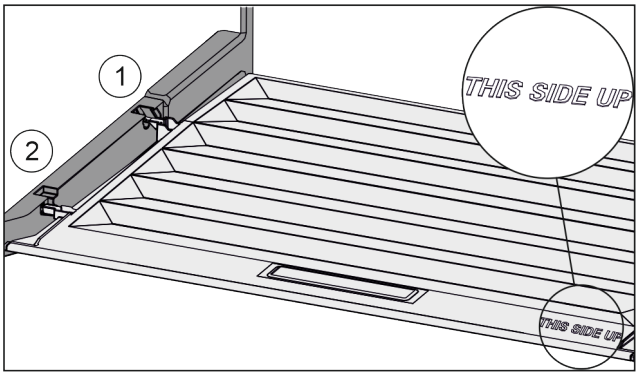

*Fig. 41*
▶ Introduire les rainures du couvercle par l'orifice du support arrière *Fig. 41 (1)* et les enclencher à l'avant dans le support *Fig. 41 (2)*.